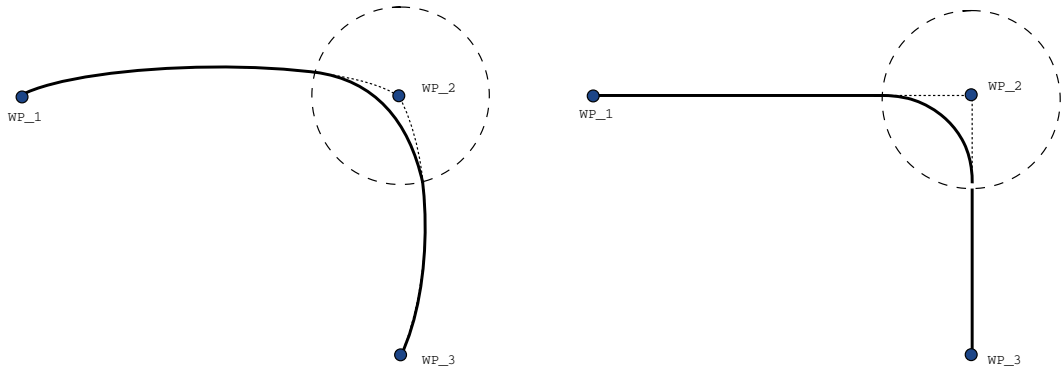

Figure 15.6: Joint space (`MoveJ`) vs. cartesian space (`MoveL`) movement and blend.
- **Blends involving MoveJ** MoveJ blends cause a smooth curve in joint space. This goes for blends from MoveJ to MoveJ, MoveJ to MoveL and MoveL to MoveJ. The blend produces a smoother and faster trajectory than the movements without a blend (see Figure 15.6). If velocity and acceleration are used for specifying the velocity profile, the blend stays within the blend radius during the blend. If using *time* instead of *velocity* and *acceleration* for specifying the velocity profile of both motions, the blend trajectory follows the trajectory of the original MoveJ. When both motions are time constrained, using blends does not save time.